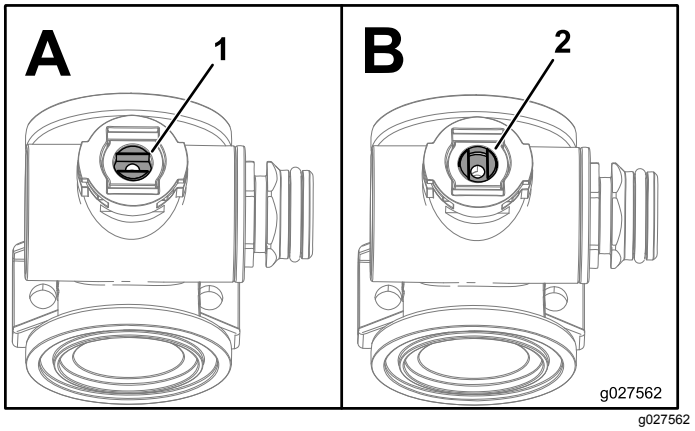

Рисунок 111
1. Расположите шток клапана таким образом, чтобы он был в закрытом положении (Рисунок 111 B).
3. Поверните шток клапана таким образом, чтобы шарик был в положении ОТКРЫТО (Рисунок 111 A).
7. Расположите шток клапана в сборе таким образом, чтобы клапан был закрыт (Рисунок 111).